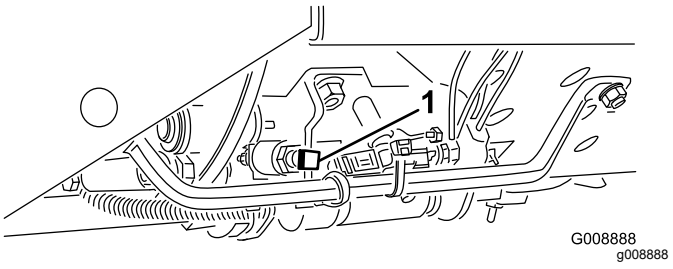

**Figur 22**
***Viktigt:*** **Klipphastigheten ställs in på fabriken till 9,7 km/h. Du kan öka eller minska klipphastigheten genom att justera anslagsskruven (Figur 22).**